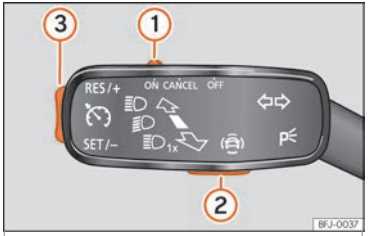

Fig. 175 On the turn signal lever: buttons to operate the speed limiter.
To change between the driving assistance systems, press button ›››Fig. 175 ②, then select with the right thumbwheel on the multi-function steering wheel in the instrument panel menu and press the thumbwheel to confirm your selection.
- Move control ››› Fig. 175 ① to position **ON** and press button ②.
- While driving, press button ››› Fig. 175 ③ in the area **SET/–**.
You can set the speed using button ››› Fig. 175 ③:
- Move control ››› Fig. 175 ① to position **OFF**.
If you want to temporarily deactivate the speed limiter, e.g. for overtaking, move the control ››› Fig. 175 ① to position **CANCEL** or press button ②.
After overtaking, the speed limiter can be activated with the previously programmed speed by pressing button ››› Fig. 175 ③ in the area **RES/+**.